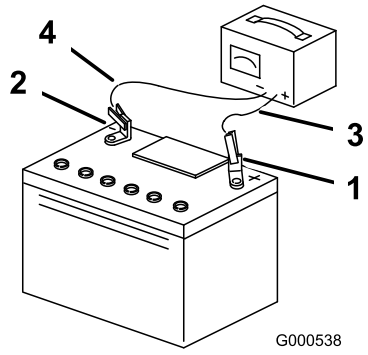

Figure 55
5. Une fois la batterie chargée au maximum, débranchez le chargeur du secteur, puis débranchez les fils du chargeur des bornes de la batterie (Figure 55).